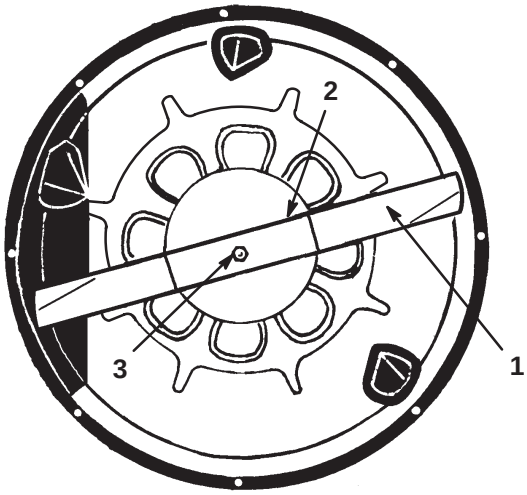

Bild 29
6. Halten Sie das Ende des Messers mit einem stark wattierten Handschuh oder wickeln Sie einen Lappen um es herum. Entfernen Sie die Messerschraube, die Wellenscheibe, die Messerverstärkung und das Schnittmesser (Bild 29). Sie können einen Holzklotz zwischen das Schnittmesser und das Mähwerk keilen, um das Schnittmesser beim Entfernen der Schraube zu blockieren.
1. Bauen Sie das Messer, die Messerverstärkung, die Wellenscheibe und die Messerschraube ein (Bild 29).